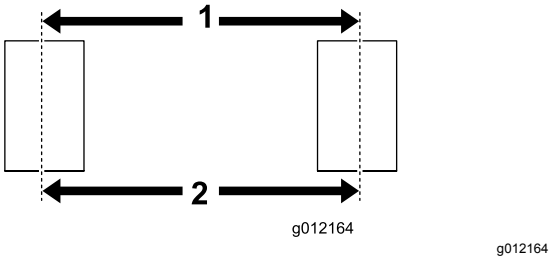

Figuur 5
2. Meet de hart-op-hart afstanden ter hoogte van de wielnaaf, aan de voor- en achterkant van de banden (Figuur 5).